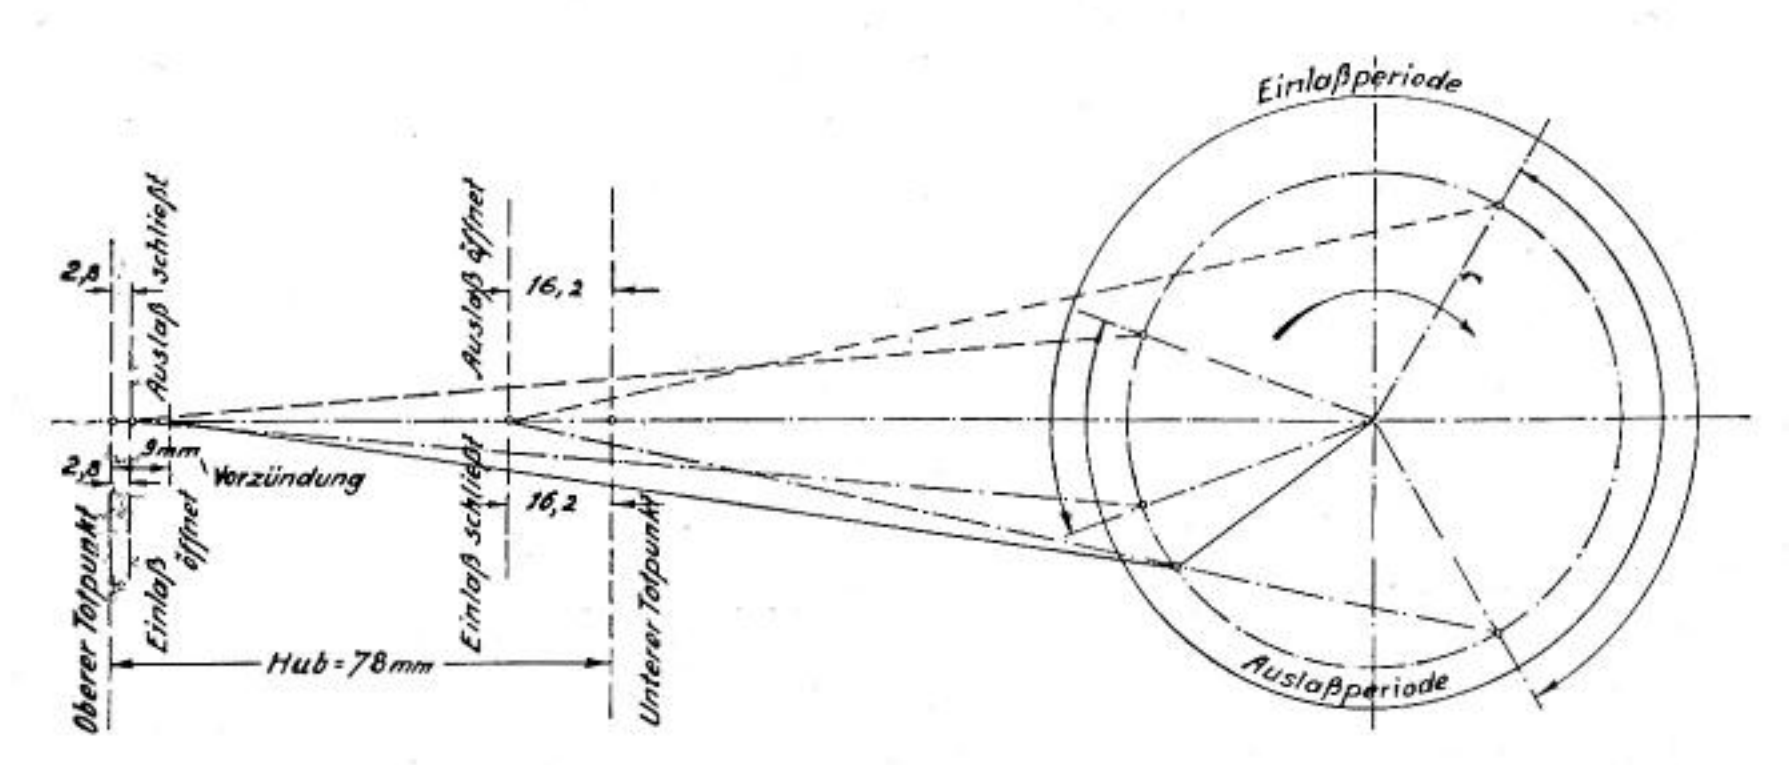
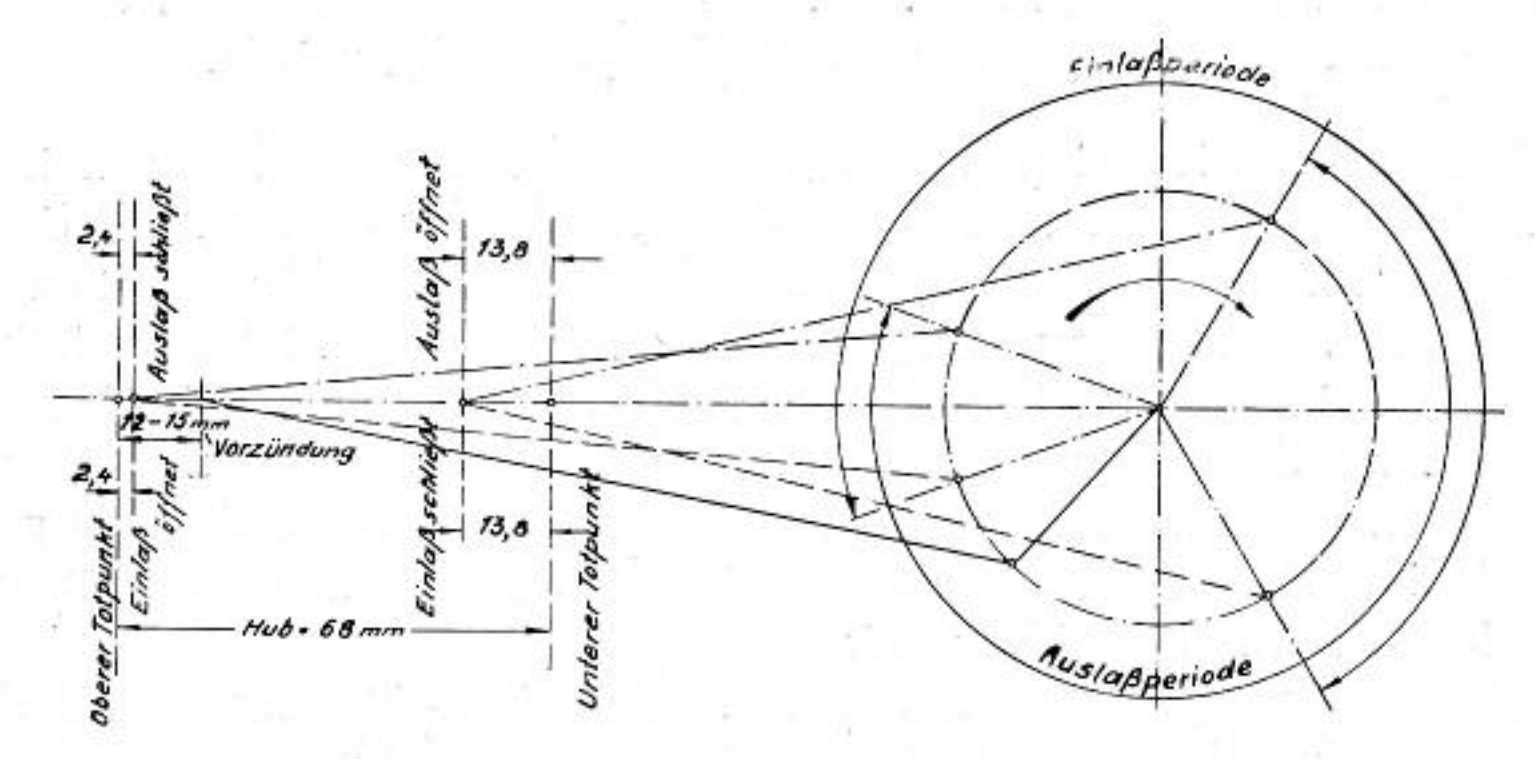

Abb. 26 Einstelldiagramm für die Tourenmaschine
Abb. 27 Einstelldiagramm für die Sportmaschine
e) Kurbelwelle: Hat sich aus irgend einem Grunde das Herausnehmen der Kurbelwelle als erforderlich erwiesen, so versäume man bei dieser Gelegenheit niemals, die Ölkammern in den Zapfen gut von etwa angesammeltem Schmutz zu reinigen. Bei der jährlichen Motorüberholung hat diese Reinigung unter allen Umständen zu erfolgen. Beim Wiedereinsetzen ist darauf zu achten, daß die Kugellagerbüchsen **B 20** und **B 21** in den Öldüsen **K 24a** der Steigrohre **K 23** fixiert werden, da sonst die Schmierung der Lager ausbleibt (Abb. 12). Die Einstellung ist nach den Diagrammen der Abb. 26 für die **Tourenmaschine** und der Abb. 27 für die **Sportmaschine** vorzunehmen ohne Berücksichtigung der Markierungen des Zwischenrades und des Stirnrades der Steuerwelle.
erreicht werden. Ist der Eingriff in diesen Grenzen nicht herzustellen, so muß auf der Magnetwelle ein versetzter Keil angebracht werden (s. Einstelldiagramm Abb. 26).
erreicht werden. Ist der Eingriff in diesen Grenzen nicht herzustellen, so muß auf der Magnetwelle ein versetzter Keil angebracht werden (s. Einstelldiagramm Abb. 27).